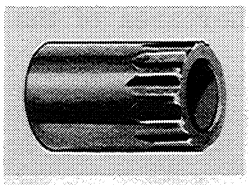

Figure I-39. Nozzle Cap Nut
3. Remove all carbon deposits on both the inner and outer surfaces of the nozzle cap nut, Figure I-39. Inspect it for cracks due to over-tightening, a damaged lower seating surface or damaged threads.